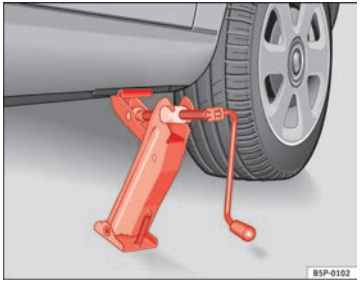

Fig. 180 Fitting the jack
– Align the jack so that the arm of the jack fits around the rib under the door sill and the movable base plate of the jack is flat on the ground ⇒ Fig. 180.